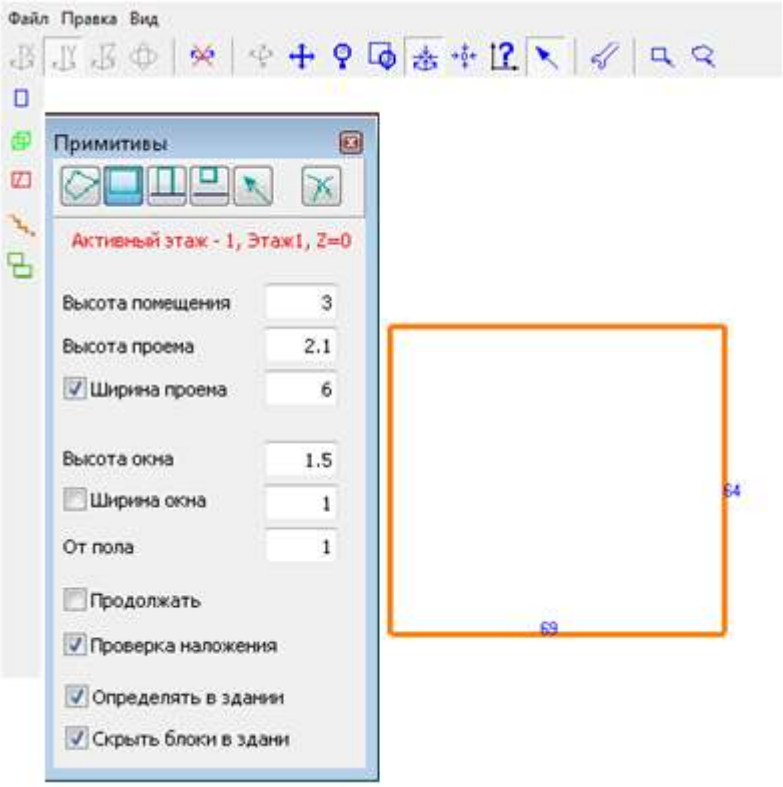

Рисунок 4.20 – Построение прямоугольного примитива в интерактивном режиме
- выполнить построение объемов каркаса (технология построения реализована в «два клика» – первым нажатием левой клавиши мыши в рабочее поле обозначается первая вершина основания, вторым нажатием обозначается вершина основания по диагонали (между «кликами» мыши левая клавиша должна быть отжата!). При построении фигуры (основания прямоугольного параллелепипеда) вдоль ребер обозначается длина соответствующих ребер, Рисунок 4.20.
- выполнить построение объемов каркаса (технология построения реализована в «два клика» – первым нажатием мыши (при нажатой левой клавише) в рабочее поле обозначается одна вершина основания, вторым нажатием обозначается вершина по диагонали (между «кликами» мыши левая клавиша должна быть отжата!). При этом при построении фигуры (основания прямоугольного параллелепипеда) вдоль ребер обозначается длина соответствующих ребер, Рисунок 4.20).